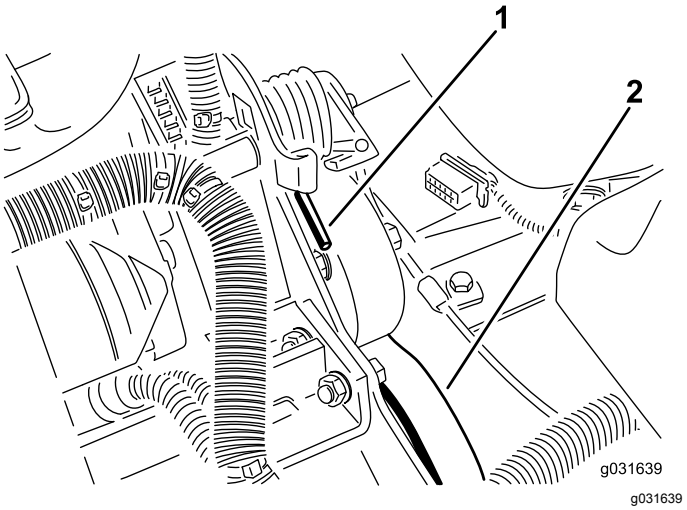

Figur 63
2. Tryck fjäderänden nedåt och framåt för att kroka av den från fästet och lätta på fjäderspänningen (Figur 63).